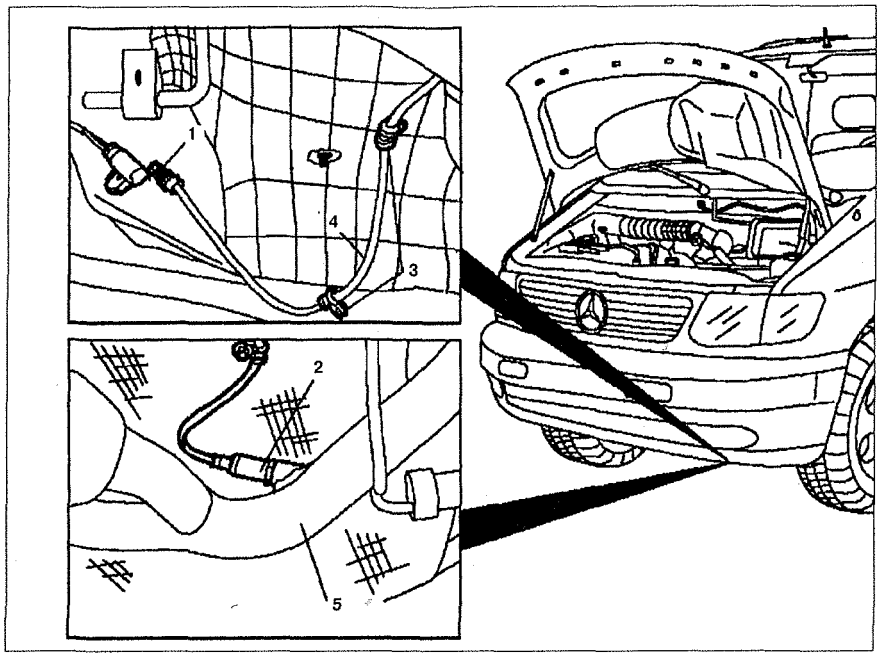

Рис. 3.42. Лямбда-зонд (датчик кислорода):
1. Снимите наконечник **1** с датчика кислорода **2** (см.рис.3.42). Ослабьте стопорные гайки крепления датчика кислорода **2**.